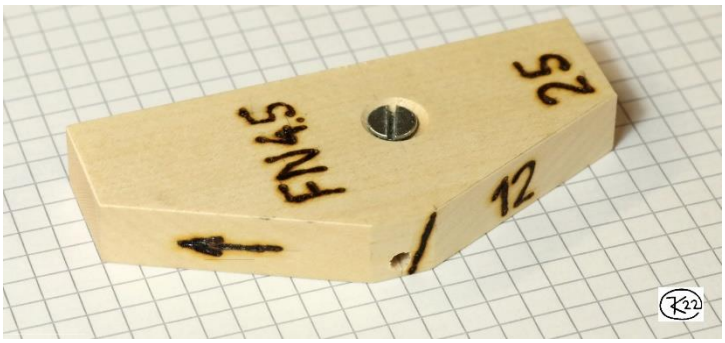

Bild 39: Winkellehre zum Feilen von QS- Bezahnungen
*Bei QS müsste man damit alle Zahnlücken mit gleicher Schrägungsrichtung nacheinander feilen (also „mit Richtungswechsel“ s. **Kap. 4.2.1**). Man könnte sie natürlich umbauen mit einem selbstgemachten doppelt-schrägen Anschlag entsprechend **Bild 39**.*